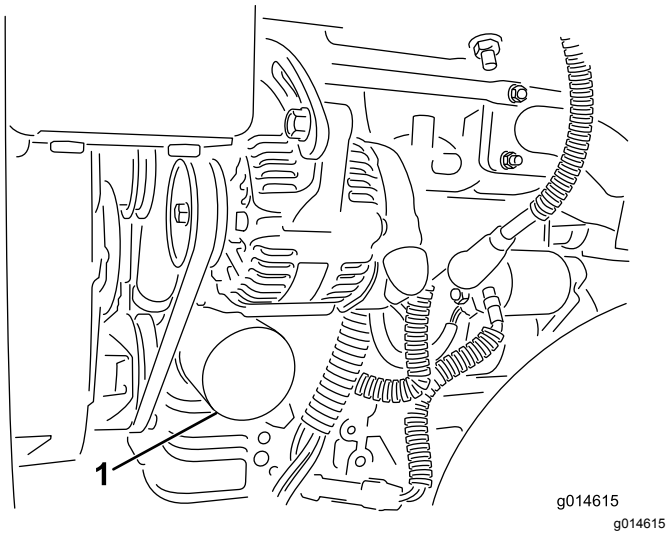

**Rysunek 47**
2. Wyciągnij filtr oleju (Rysunek 47). Nałóż cienką warstwę czystego oleju na uszczelkę nowego filtra.